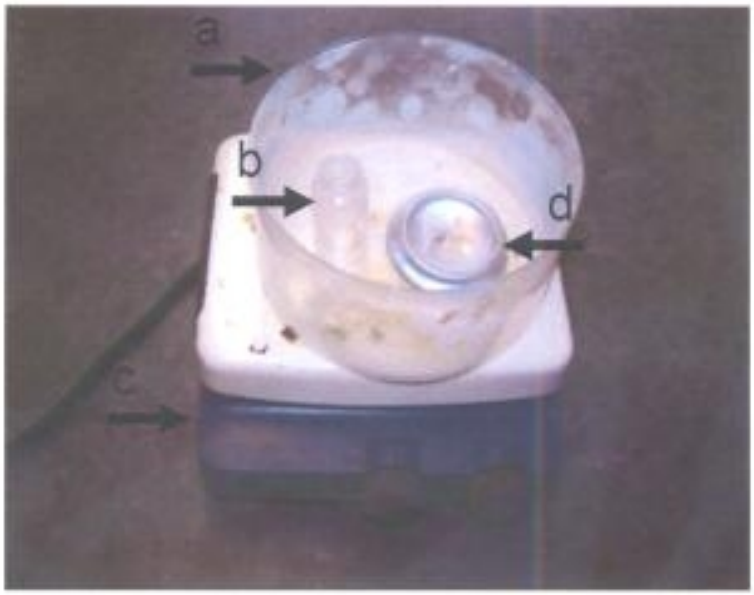

Figure 1
2. Using a pencil, draw a light line across the shorter dimension 1 cm from the bottom. Using a ruler as a guide on the line, mark off five equally spaced intervals on the line as shown in Figure 1.